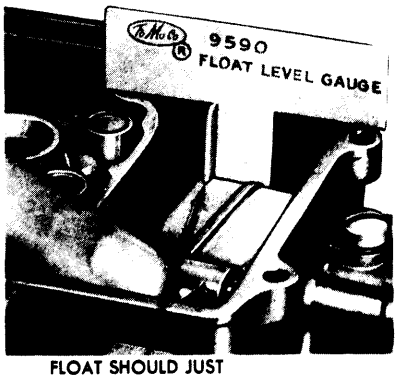

FIG. 22—Bench Float Setting
2. With the float raised and the fuel inlet needle seated, check the distance between the top surface of the main body and the top surface of the float for conformance to specifications. Take the measurement at a point ⅛ inch from the free end of the float and 5/16 inch in from the side of the float adjacent to the inside wall of the fuel bowl. If the cardboard gauge is used, place the float gauge in the corner of the enlarged end section of the fuel bowl (Fig. 22). The gauge should touch the float near the end, but not on the end radius. Depress the float tab to seat the fuel inlet needle. The float height is measured from the gasket surface of the main body with the gasket removed. If necessary, bend the tab on the float to bring the setting within limits. This should provide the proper fuel level.